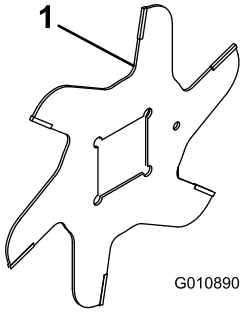

Figur 12
1. Monter en knivcylinder (Figur 12).
4. Monter den næste kniv i urets retning, så referencehullet (Figur 12) ikke flugter med det første knivhul i forhold til en flade på akslen.